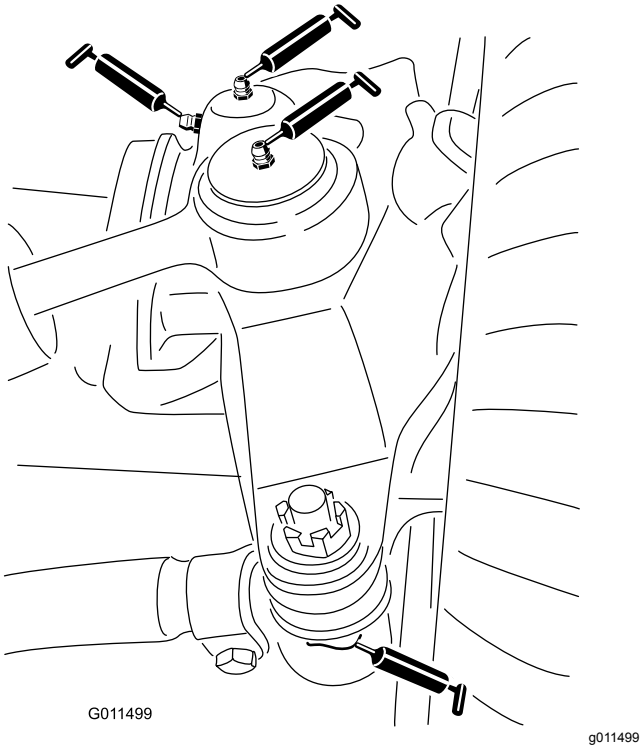

Figuur 61
- Kogelverbindingen van stuurcilinder (2) (Figuur 61)
- Kogelverbindingen van spoorstang (2) (Figuur 61)
- Lagerbussen van koppelpen (2) (Figuur 61). **De bovenste nippel op de koppelpen hoeft slechts één keer per jaar te worden gesmeerd (twee keer pompen).**